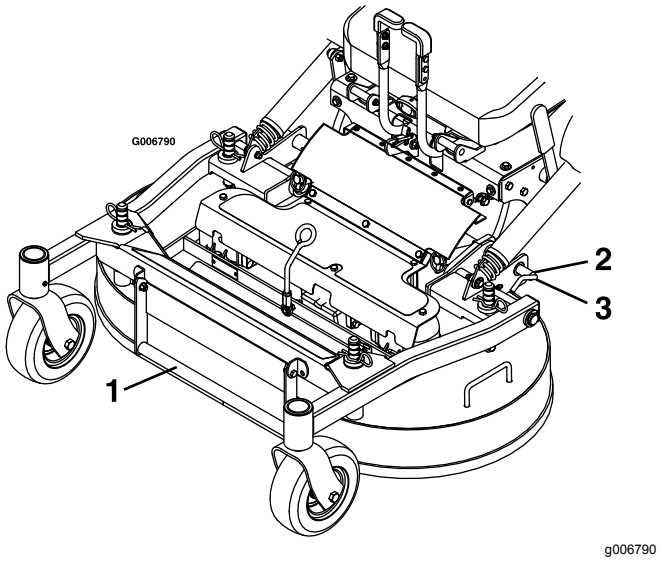

**Figure 8**
3. Dégagez les goupilles de verrouillage de chaque côté du tablier de coupe (Figure 8).
2. Poussez les goupilles de verrouillage vers l'intérieur et tournez-les vers l'avant pour verrouiller solidement le tablier en position abaissée (Figure 8).